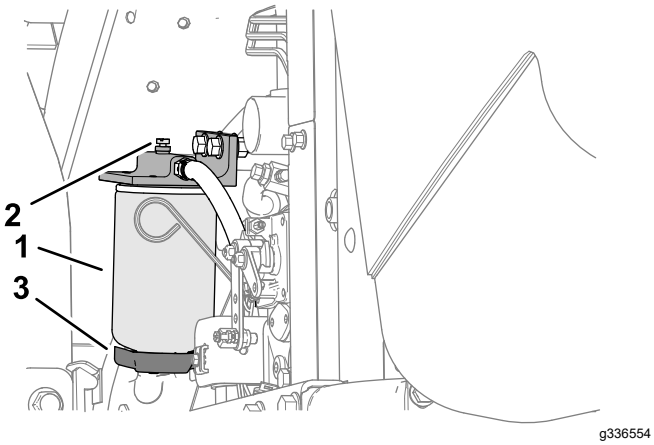

Figuur 63
2. Draai de aftapplug onder de filterbus los (Figuur 63).
1. Reinig de omgeving van de plaats waar de filterbus wordt gemonteerd (Figuur 63).